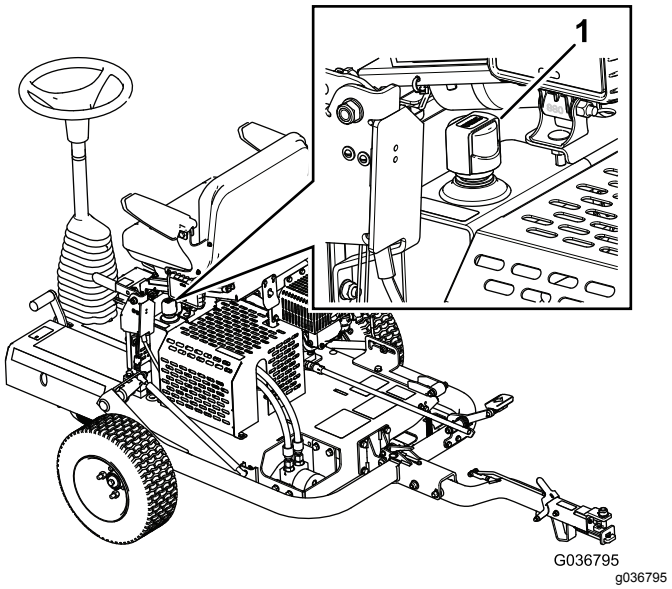

Figur 21
3. Ta bort hydraultanklocket och kontrollera vätskenivån på oljestickan (Figur 21).